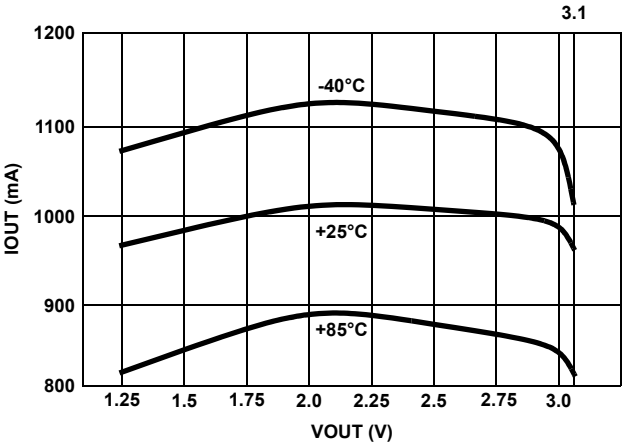
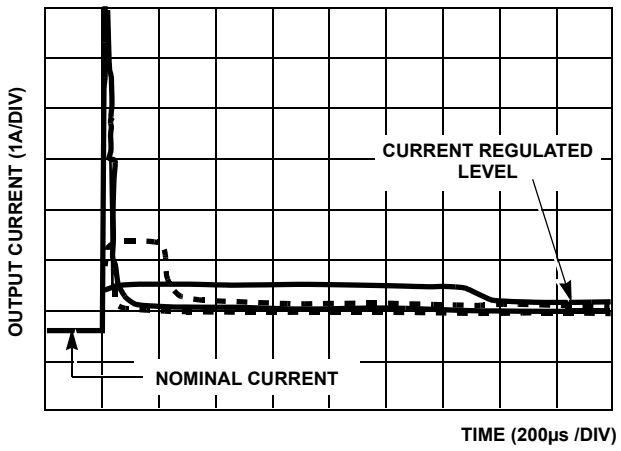
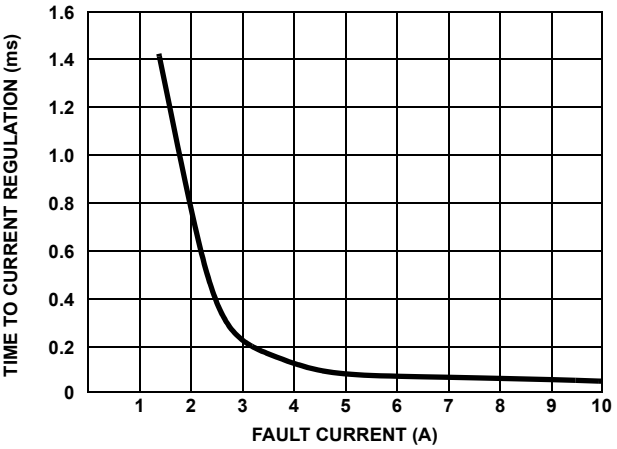

FIGURE 4. CURRENT REGULATION vs Vout (VIN = 3.3V)
FIGURE 6. OC TO CR SETTLING TIME WAVEFORMS
FIGURE 7. CR SETTLING TIME vs FAULT CURRENT
The ISL6119 has integrated current sensing on the power MOSFET that allows for rapid control of OC events. Once an OC is detected the ISL6119 goes into its current regulation (CR) control mode. The ISL6119 CR level is set to a nominal 1A. This current regulation is ±25% over the full operating temperature and voltage bias range. See Figures 4 and 5 for illustrative curves. The speed of this control is inversely related to the magnitude of the OC fault. Thus a hard overcurrent is more quickly controlled than a marginal OC condition. See Figure 6 for waveforms illustrating this and Figure 7 for an accompanying graph.